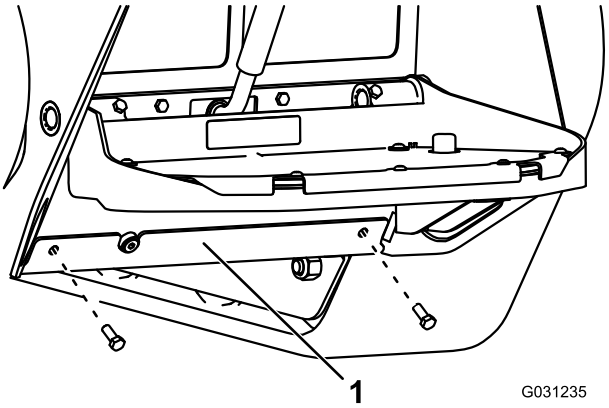

Rysunek 59
3. Wykręć 2 śruby mocujące osłonę dolną i zdejmij ją (Rysunek 59).
7. Zamontuj osłonę dolną (Rysunek 59).